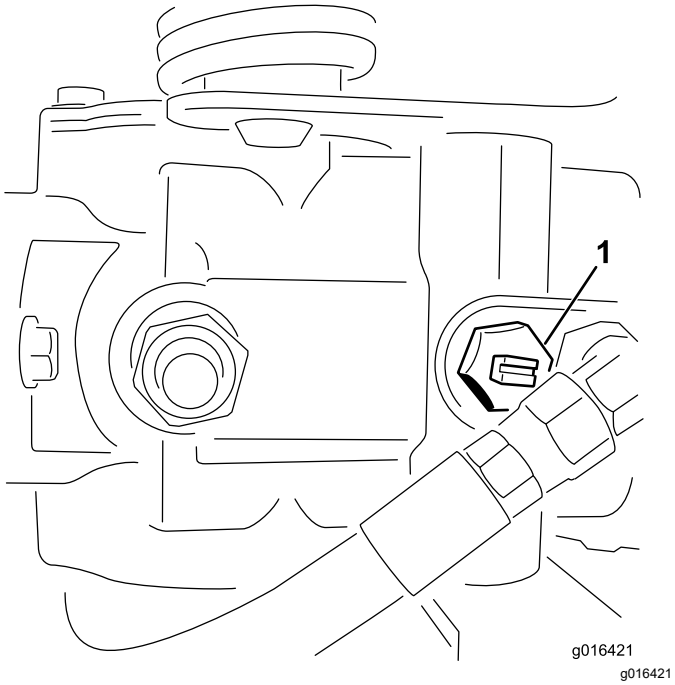

Figur 24
1. Find omløbsventilen på pumpen, og drej den 2 hele omgange mod uret (Figur 24).
2. Luk omløbsventilen ved at dreje den 2 hele omgange med uret, før du starter motoren (Figur 24).